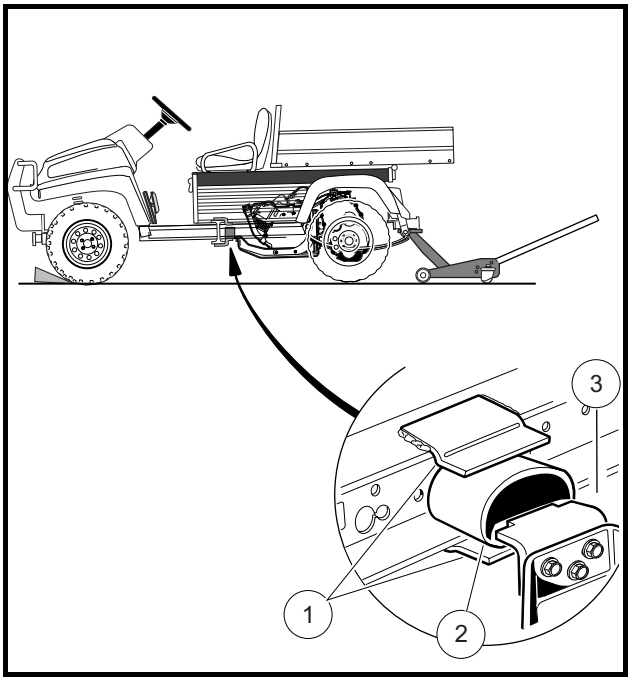

Figure 19 Compress Snubber Downward
9. Place a floor jack under the rear receiver hitch where the hitch and body frame are fastened. Lift the vehicle body slightly, allowing the front of the engine to tilt slightly downward. This will allow the oil filter more clearance under the electrical component box **(Figure 19)**.